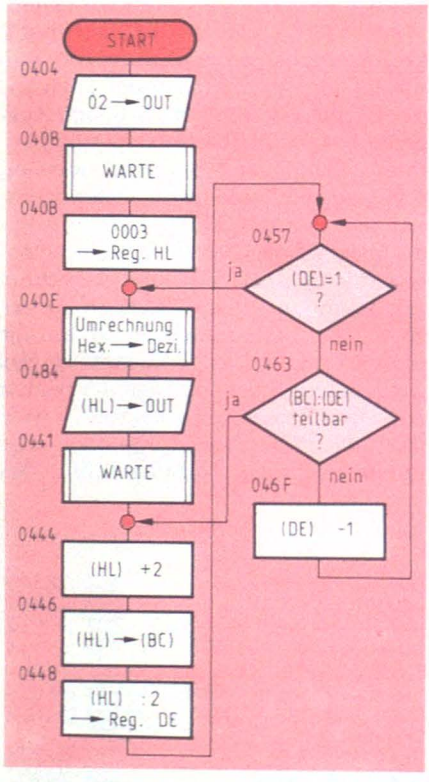

Bild 1. Flußdiagramm zur Primzahlen-Berechnung
Primzahlen sind nur durch 1 oder sich selbst teilbar. Das Programm *(Bild 1)* beginnt zunächst mit der Anzeige der Zahl 2; das ist die kleinste und einzige gerade Zahl in der Primzahlenfolge. Danach erfolgt die Untersuchung der Zahl 3. Die zu prüfende Zahl steht im Registerpaar HL. Zunächst wird diese Zahl in den Akkumulator transportiert und um eine Stelle nach rechts verschoben. Dies kommt im Hexadezimalsystem einer Division durch 2 gleich. Da alle zu prüfenden Zahlen im Registerpaar HL ungerade Zahlen sind, wird bei der Division die rechte Stelle aus dem Register geschoben, d. h. der erste Divisor besteht also aus (HL) : 2 – 0,5. Steht beispielsweise die Zahl 11 im Registerpaar HL, so ist der erste Divisor 5. Dieser wird im Registerpaar DE abgelegt. Es erfolgt nun die Division (HL): (DE).